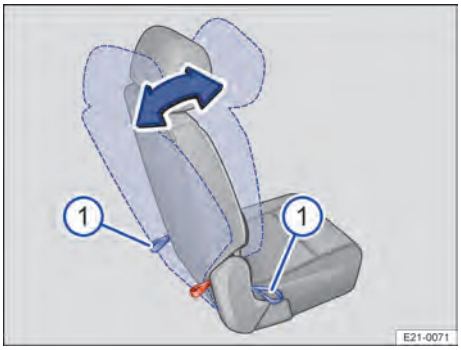

Bilde 63 Andre seterad: Justere vinkelen på seteryggen
1. Trykk på seteryggen med en hånd, og trekk samtidig hempen bak setet bakover eller hempen på siden av setet forover→ Bilde 63 ①.